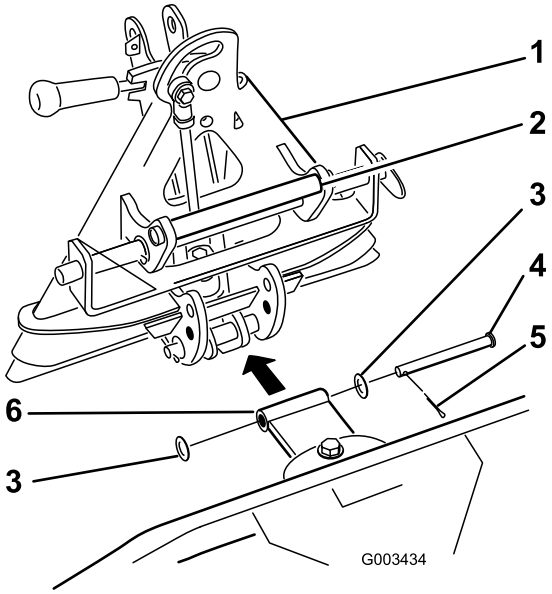

Figuur 14
3. Bevestig de rechte draaibeugel aan de koppeling zoals wordt getoond in Figuur 14 met een gaffelpen (1/2 x 4-1/2 inches), 2 ringen (0,531 x 1,063) en een borgpen.
U dient het werktuig altijd op te heffen en te bewegen met de handgreep op de achterkant van de werktuigkoppeling (Figuur 14).